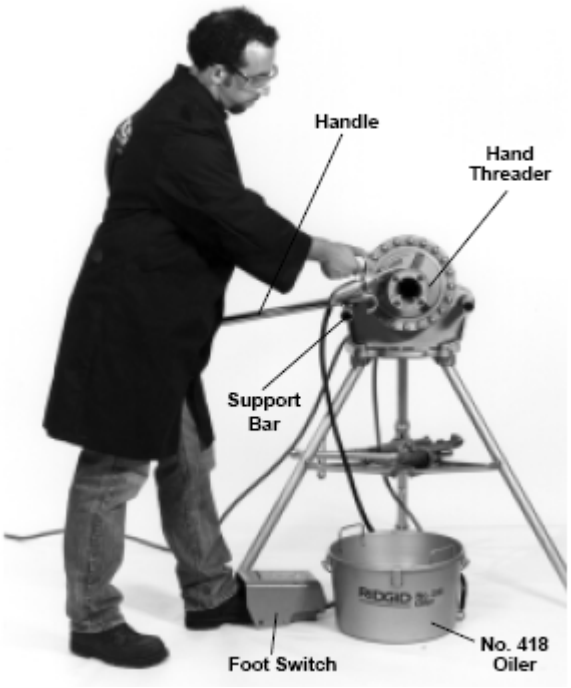

图8 — 手动套丝
8. 摆好脚踏开关以便操作者可以容易的控制滚沟机对管子进行滚沟操作。脚踏开关位置应该方便操作者（见图8）：
3. 按照正确的操作方法来切割管子（见图8）。